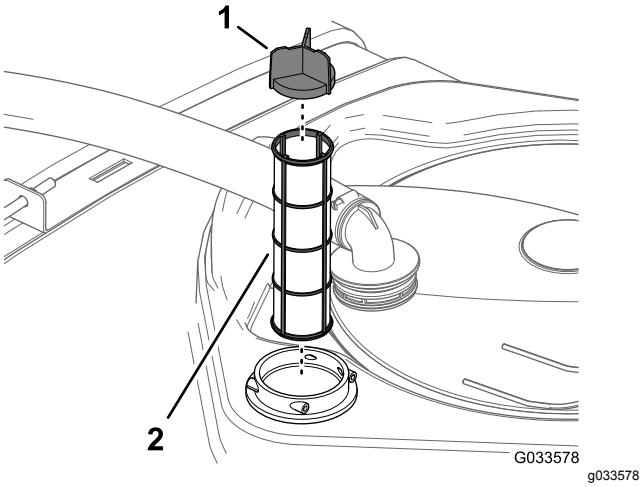

Rysunek 59
4. Wyjmij dotychczasowy filtr wlotowy z obudowy filtra znajdującej się w zbiorniku (Rysunek 59).